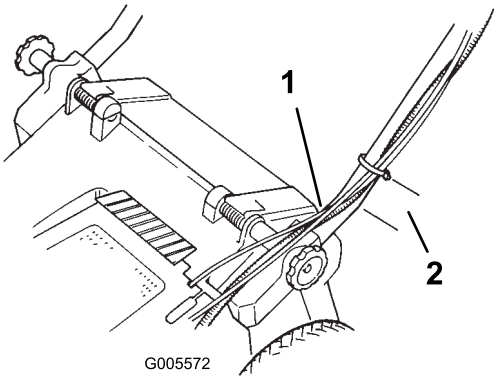

Figuur 5
7. Plaats de klemband 2,5 cm onder de bocht in de handgreep, zoals is afgebeeld in Figuur 5.